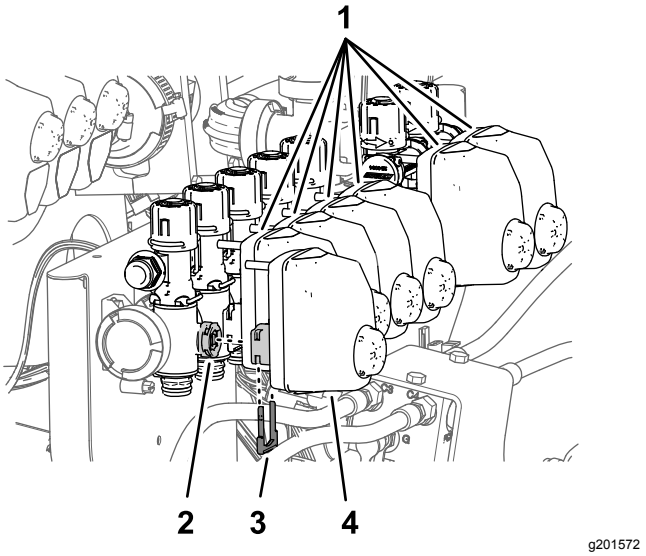

Rysunek 99
1. Zdejmij zapinki mocujące siłownik zaworów dla zaworów dysz o numerach od 1 do 7 (Rysunek 99).
2. Zdejmij siłowniki zaworów z zaworów dysz od 1 do 7 (Rysunek 99).
10. Zamocuj siłowniki zaworów do zaworów dysz o numerach od 1 do 7 (Rysunek 99) za pomocą zapinek zdjętych w kroku 1.